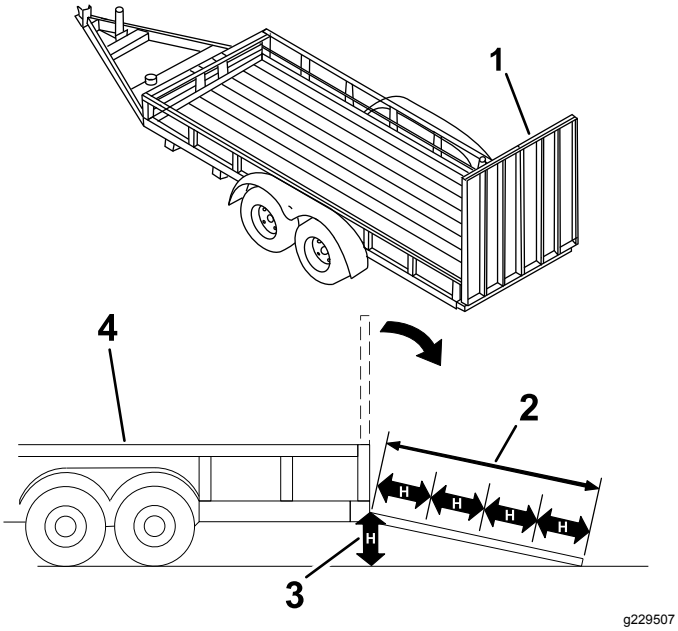

**Figur 19**
**Om man lastar på en maskin på ett släp eller en lastbil ökar risken för att maskinen välter, vilket kan orsaka allvarliga personskador och innebära livsfara (Figur 19).**